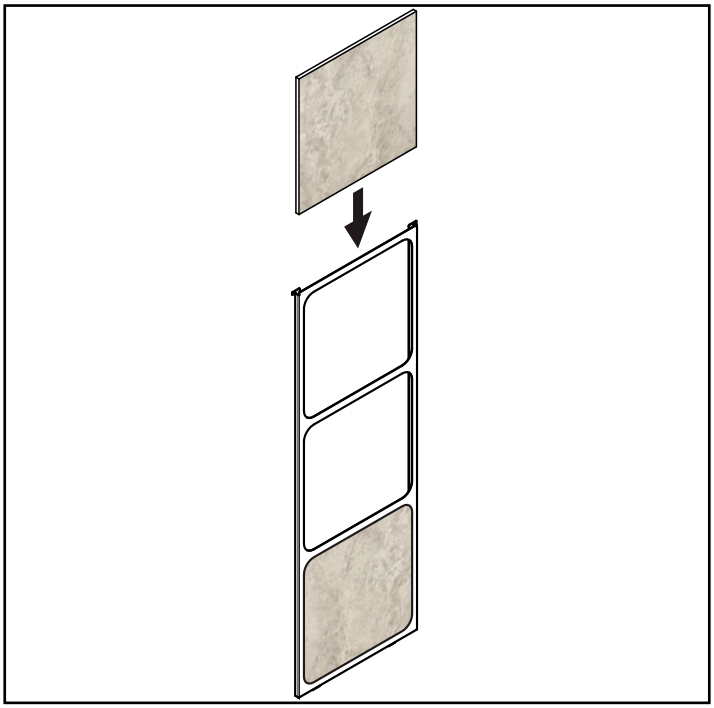

Figure 25.2
2. Empilez les carreaux dans le cadre comme il est indiqué à la **figure 25.2.**